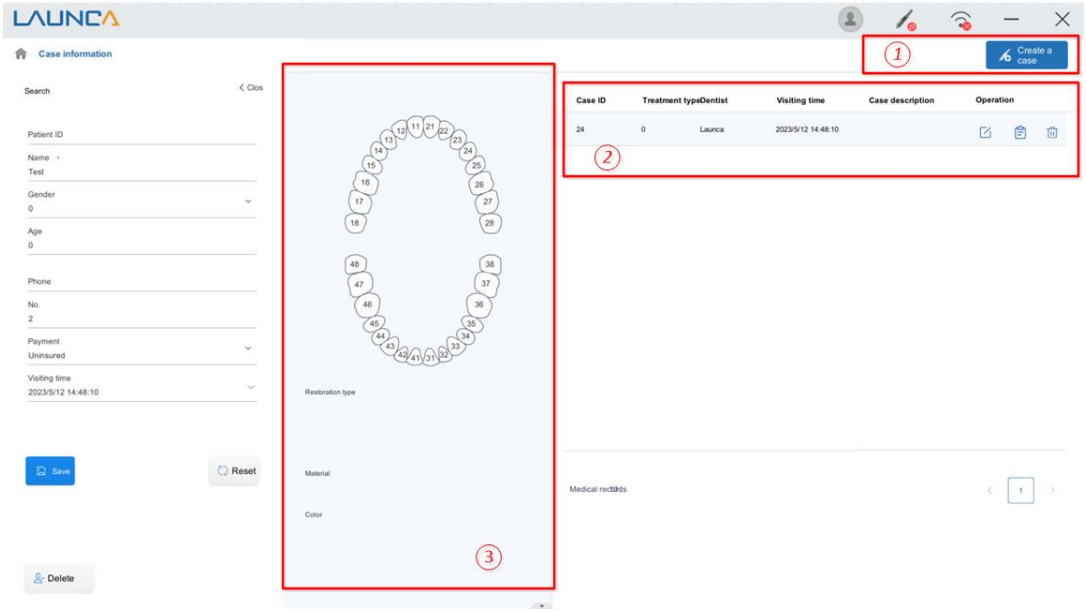
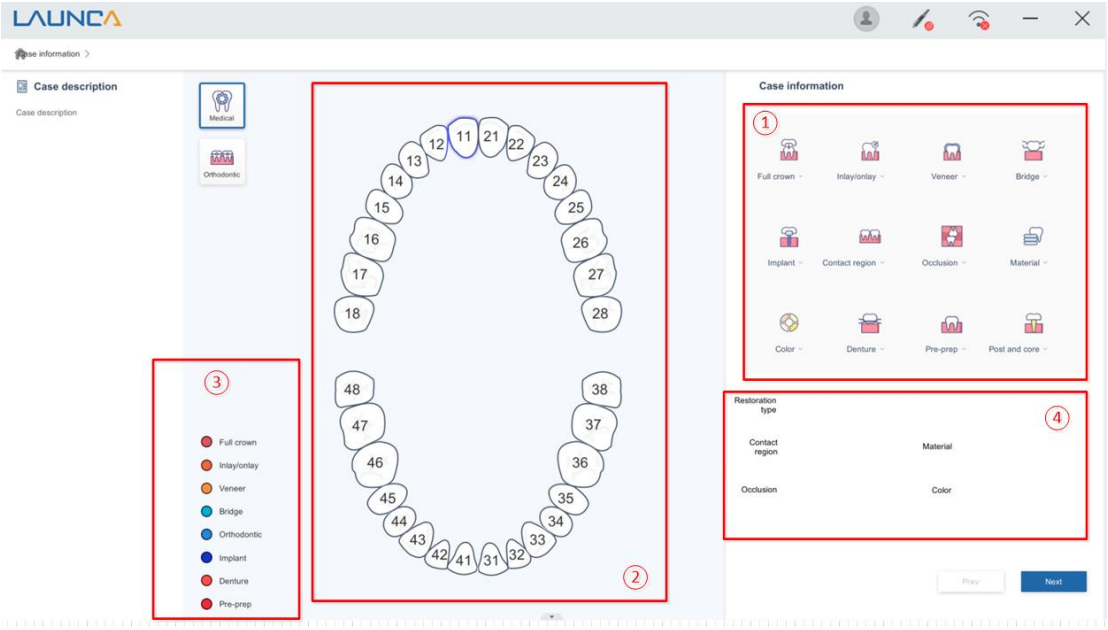

Fig. 4-4 View Patient Information and Case Records
Fig. 4-5 Case Information
Click the Create a case icon in the existing case records (as shown in Fig. 4-4) to enter the case information interface as shown in Fig. 4-5. The case can be set up following the below steps:
1) The teeth in the dental arch diagram (area ② in Fig. 4-5) will be selected and edited one by one. The position number of the selected tooth will turn red. The Dentist can edit the selected tooth with the **Case Menu** in the area ① shown in Fig. 4-5. The area ③ in Fig. 4-5 is the information area for the selected tooth.
2) If there is other necessary information in addition to the case options you can enter them in the “Case remarks” area ④ in Fig. 4-5.
- **Information of areas No. 2, No. 3, and No. 4 in Fig. 4-5 will appear in the order information. Therefore, please confirm the contents before sending an order.**